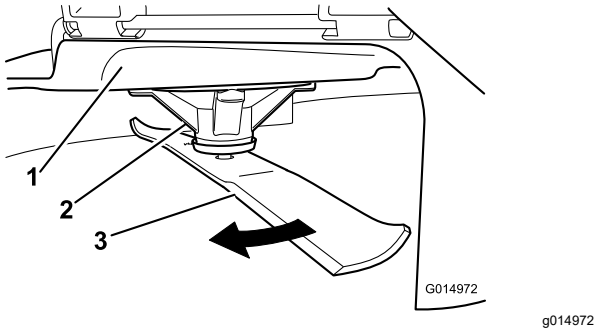

**Figuur 74**
2. Trek dikke handschoenen of andere adequate handbescherming aan en draai langzaam het mes in een stand die meting mogelijk maakt van de afstand tussen de maairand en het egale oppervlak waarop de machine staat (Figuur 74).